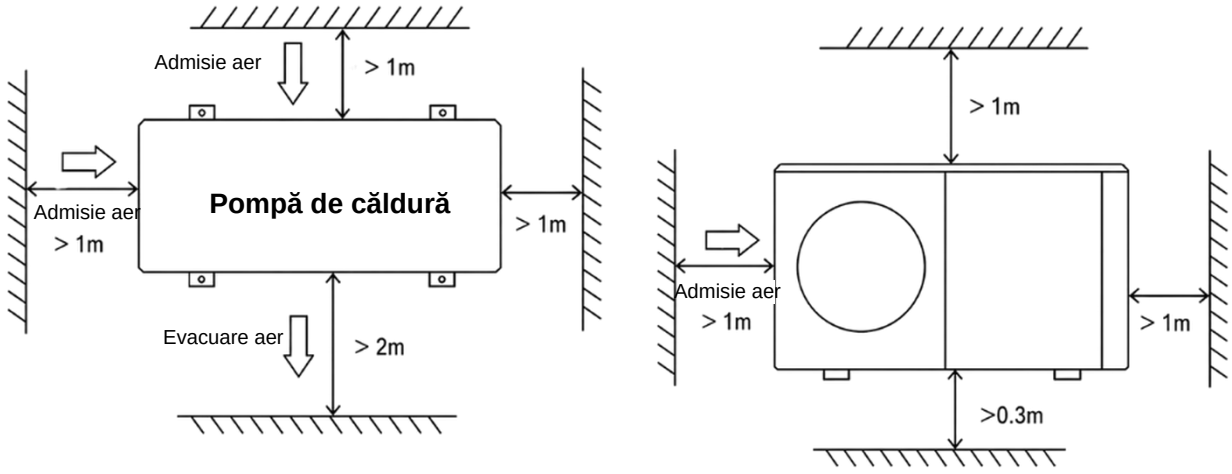

Figura 1
4. Pentru o întreținere și o depanare mai ușoare și mai eficiente, pe o rază de 1 m în jurul unității nu trebuie să existe obstacole. Pe o distanță verticală de cel puțin 2 m deasupra unității nu trebuie să existe obstacole, pentru a asigura o ventilație adecvată. Vezi Figura 1.